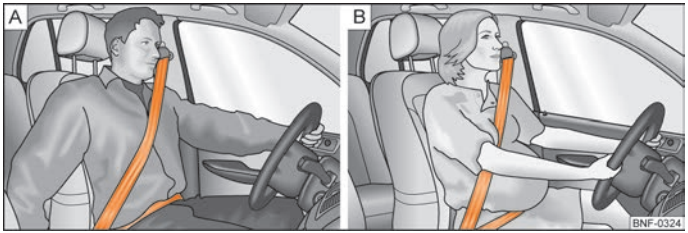

Fig. 75 A - Routing of belt webbing over the shoulders and the lap belt/ B - Routing of belt webbing for an expectant mother
- **The shoulder part of the seat belt must never run across your neck but must run approximately over the middle of the shoulder and fit snugly against the chest. The lap part of the belt must run across the hip and must never be routed across the stomach. It must always fit snugly ⇒Fig. 75 - A.**
- **The lap part of the belt should be positioned as low as possible at the pelvis of an expectant mother in order to avoid exerting any pressure on the lower abdomen ⇒Fig. 75 - B.**